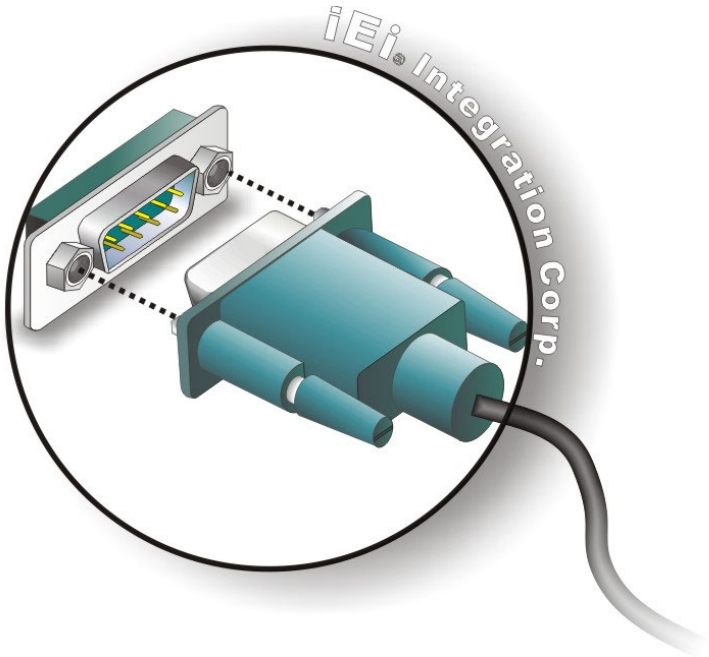

Figure 3-43: RS-232 Serial Device Connector
Step 2: **Insert the serial connector**. Insert the DB-9 connector of a serial device into the DB-9 connector on the bottom panel. See **Figure 3-43**.